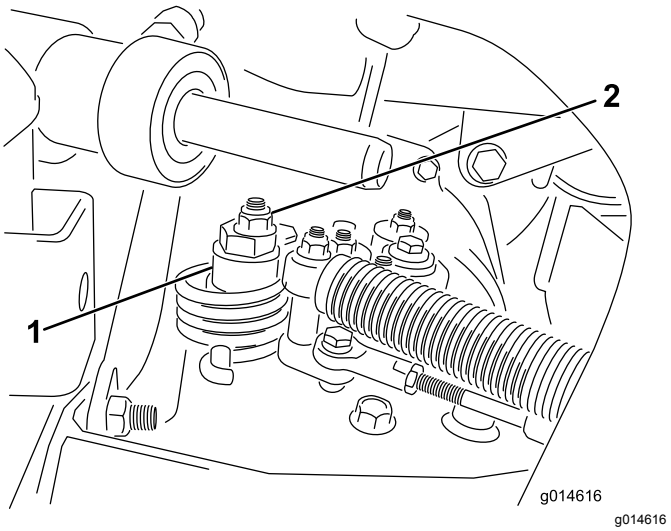

Rysunek 40
A. Poluzuj nakrętkę mocującą mimośród do górnej części higrostatu (Rysunek 40).
C. Obracaj mimośrodem, aż ustanie powolny ruch w każdym kierunku. Gdy koło przestanie obracać się, dokręć nakrętkę, blokując mimośród i regulację (Rysunek 40). Sprawdź prawidłowość wyregulowania, ustawiając dźwignię przepustnicy w położeniu NISKICH i WYSOKICH obrotów.